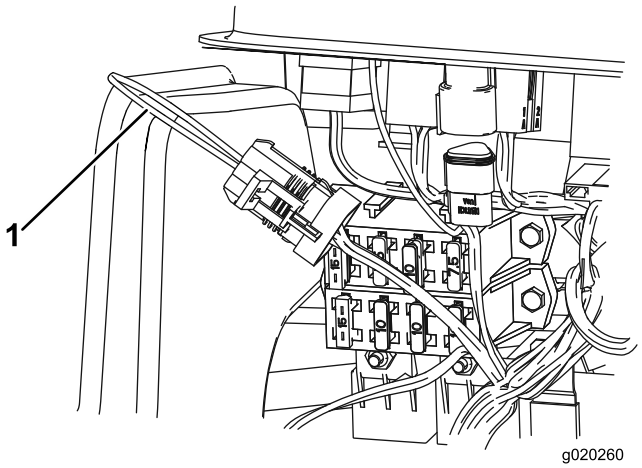

Figur 36
3. Finn ledningsfastspenneren og tilbakekoblingskonnektoren (Figur 36).